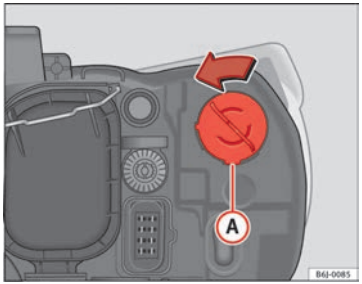

Fig. 153 Turn signal
– Rotate the bulb holder ⇒ fig. 153 (A) to the left and pull.